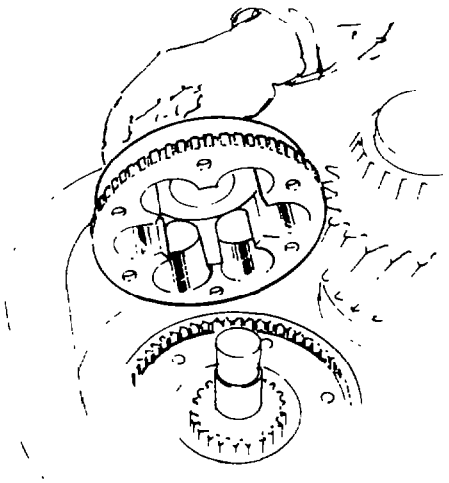

Fig. 230 — Removing Planet Gear
v. Remove the planet cage retaining bolts (female head) and remove the planet cage (see fig. 230).